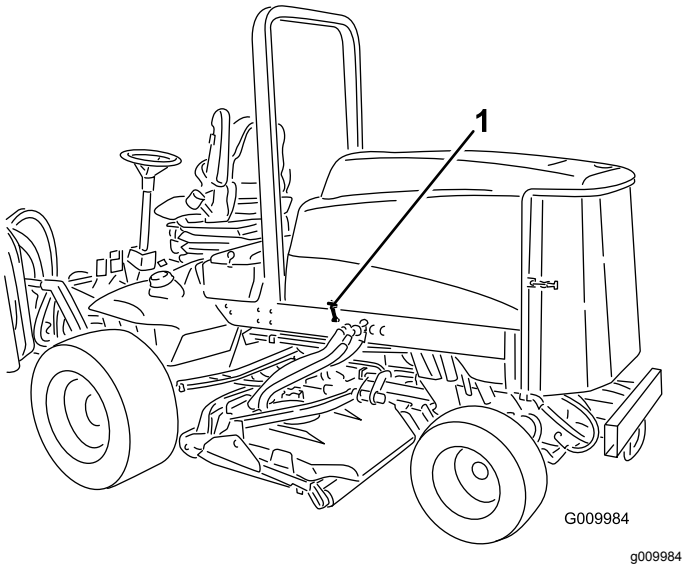

**Figur 47**
1. Frigör motorhuvsspärrarna (Figur 47) och öppna huven.